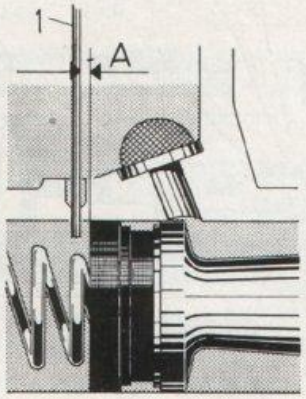

Bild 7-22. Kontroll av utjämningshål
4. Kontrollera att utjämningshålet är fritt genom att sticka en 0,5 mm tråd genom hålet, se bild 7-22. Kolven skall därefter kunna tryckas in ca 0,5 mm innan tråden fastnar. Var försiktig så att ej packningen skadas. Kontrollera även att spel finns för tryckstången (5).
5. Montera gummikåpan (6).